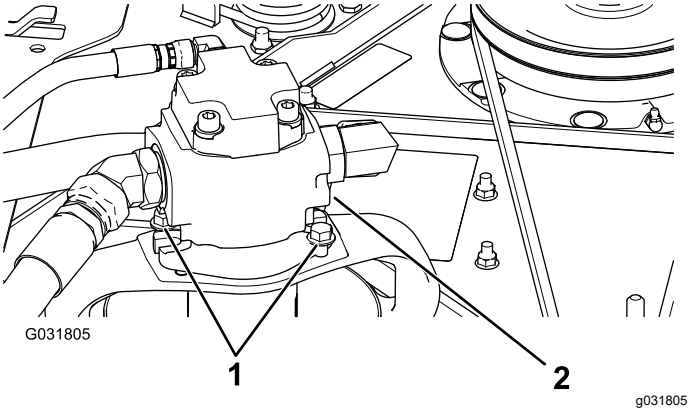

**Figuur 127**
5. Verwijder de bouten waarmee de hydraulische motor is bevestigd aan de maai-eenheid (Figuur 127).
3. Verwijder de bouten waarmee de hydraulische motor is bevestigd aan de maai-eenheid (Figuur 127).